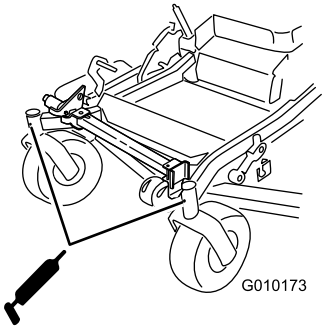

Figur 45
9. Ta bort fettsprutan ur hålet. Montera sexkantpluggen och dammkåpan (Figur 45).